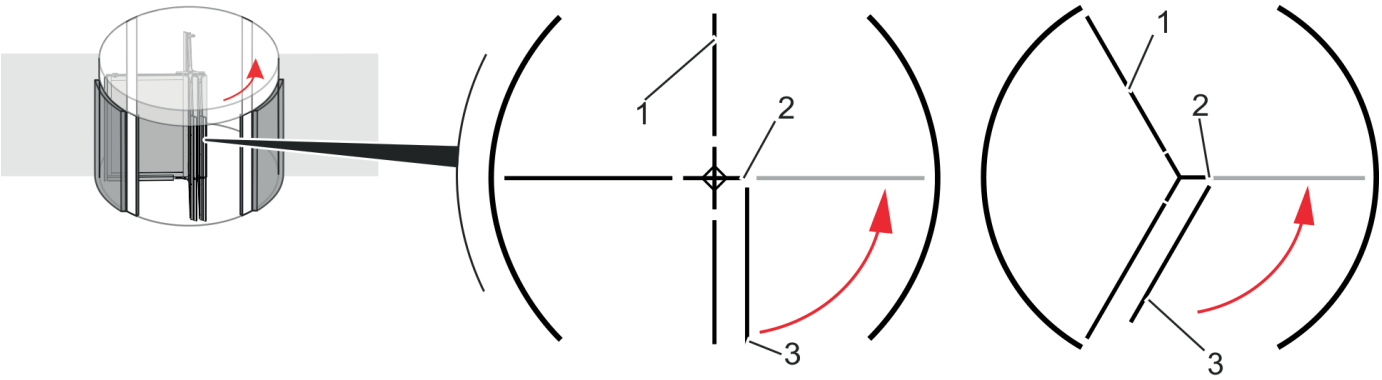

Abb. 12 Débloquer les vantaux (4 et 3 vantaux)
Maintenir le vantail dans l'entrée (Abb. 12/1) avec 1 personne.
2. Déplacer le vantail rabattable (Abb. 12/3) en direction de la flèche, comme indiqué dans la Abb. 12.